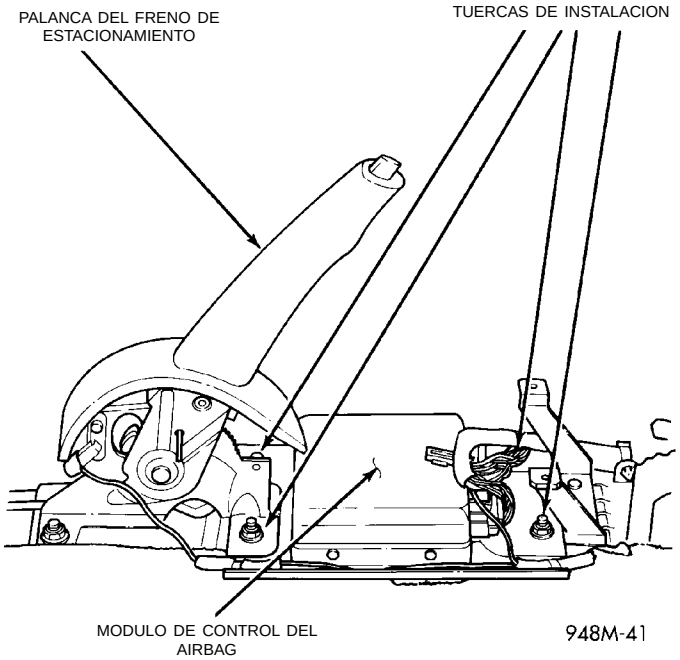

Fig. 12 Módulo de control del Airbag
(12) Retire las tuercas de instalación del módulo y retire el módulo (Fig. 12).